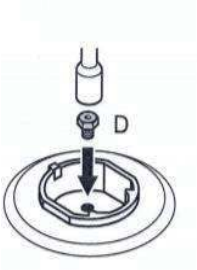

Figura 7.2
Instale o injetor (D) a ser convertido, como indicado na Figura 7.2 (consulte a Tabela 1 no final deste manual).